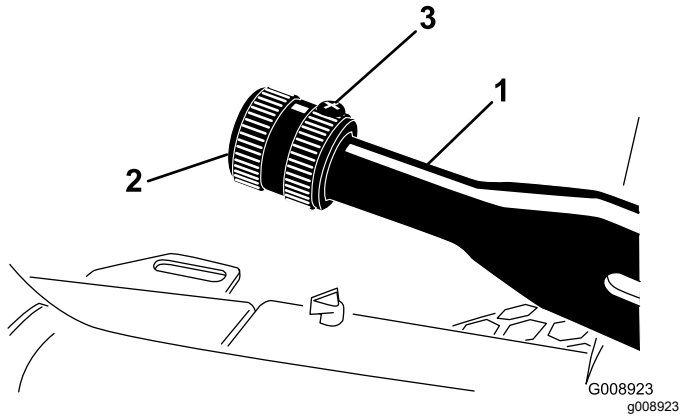

Figur 59
2. Løsne setteskruen som festen knotten til parkeringsbremsespaken (Figur 59).